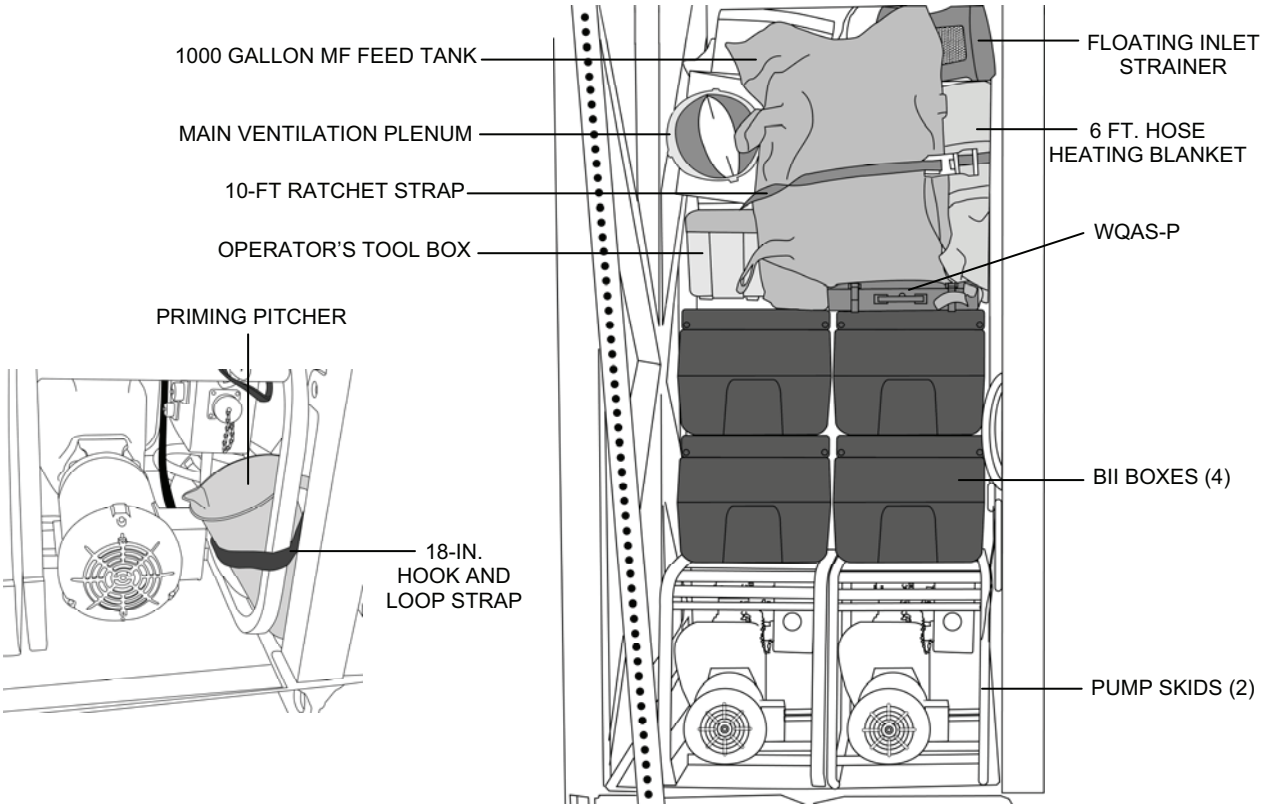

Figure 15. Operator Station Packout 5.
13. Place the pump priming pitcher inside one of the pump skids and secure it with an 18-in. hook and loop strap (Figure 15).
15. Place the following items on top of the pump skids (Figure 15):
16. Retrieve the 10-ft ratchet strap from on top of the heating blankets, route it around the 1000-gallon MF feed tank and 6-ft hose heating blanket. Attach the strap to the TWPS frame and tighten (Figure 15).